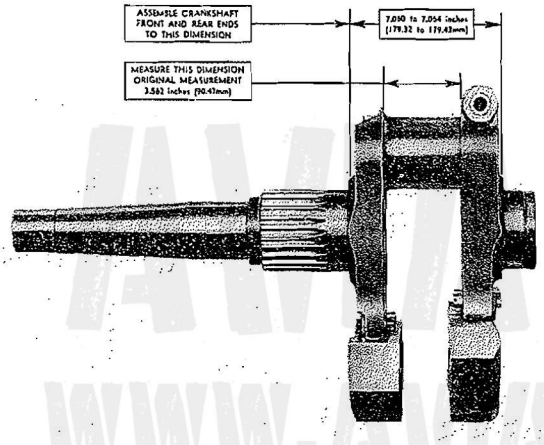
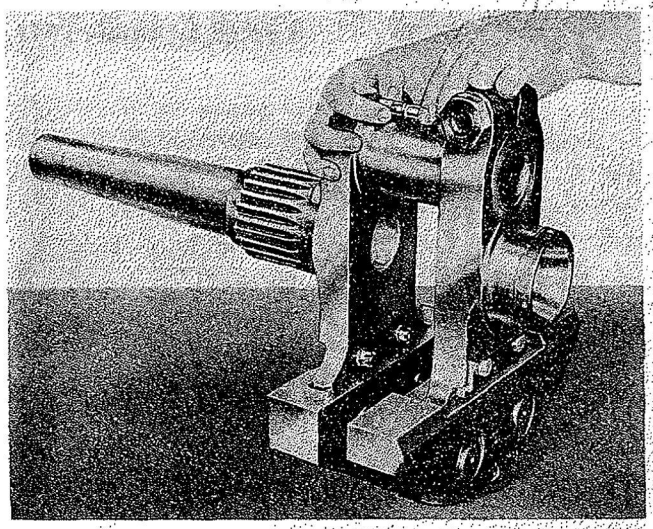

Figure 208—Crankshaft Assembly Dimensions
Figure 209—Measuring Distances from Crankpin Fillet to Front Face of Crankshaft Rear
(13) Assemble the crankshaft rear on the crankpin, with the crankshaft front end held in the assembly and disassembly fixture, so that the over-all measurement from the front main bearing shoulder to the rear main bearing shoulder is 7.062 in. Refer to Figure 208. Loosen the spreader screw, allowing the crankshaft rear to clamp onto the crankpin. Measure the distance between the shoulder at the crankpin fillet and the front face of the crankshaft rear, using an inside micrometer. Refer to Figure 209. From this measurement, subtract the original measurement between these surfaces, which is 3.562 in. when new parts are used. This figure represents the amount of material removed from the crankshaft surfaces. Add to this figure the amount of material found to be removed from the master rod, determined previously. The sum of these figures is the oversize spacer required for use when the crankshaft is assembled. Master rod end seal spacers are provided in oversize thickness of .005 in., .010 in., .020 in., .030 in., .040 in., and .050 in.